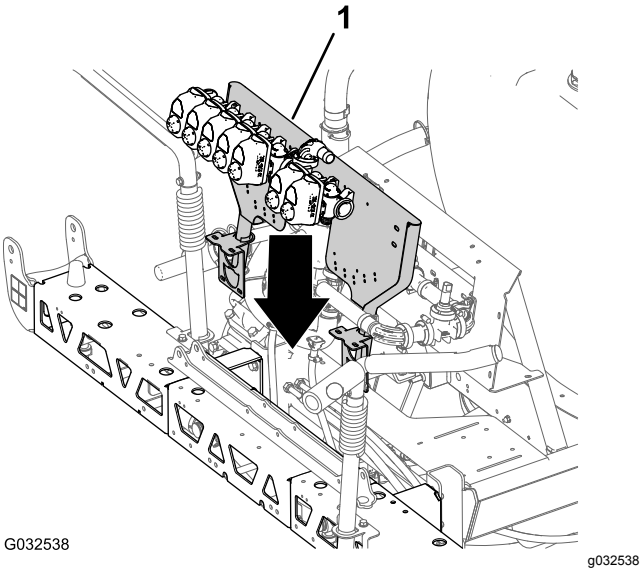

Figuur 87
1. Gebruik een hefvoorziening met voldoende hefvermogen om de klepbevestiging en spuitklep op te hijsen en boven de middelste spuitboom te brengen (Figuur 87).